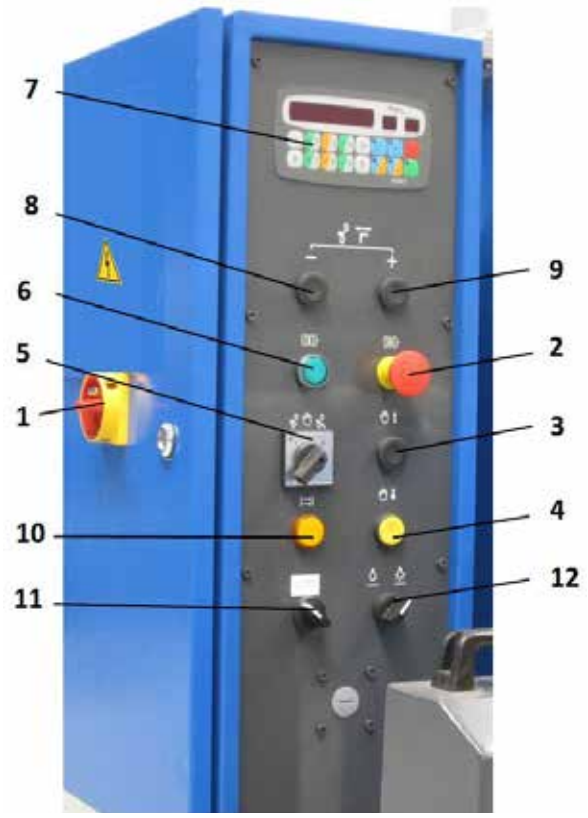

Fig. 12 Panneau de commande
Lorsque la barrière lumineuse est activée, la machine s'arrête et le témoin lumineux (Fig. 12, pos. 10) s'allume. La réinitialisation de la barrière lumineuse se fait en appuyant sur le bouton RESET (Y) situé sur le côté de la protection de la zone arrière. Le témoin lumineux s'éteint. Pour remettre la machine en service, appuyez sur le bouton MARCH (Fig. 12, pos. 6).